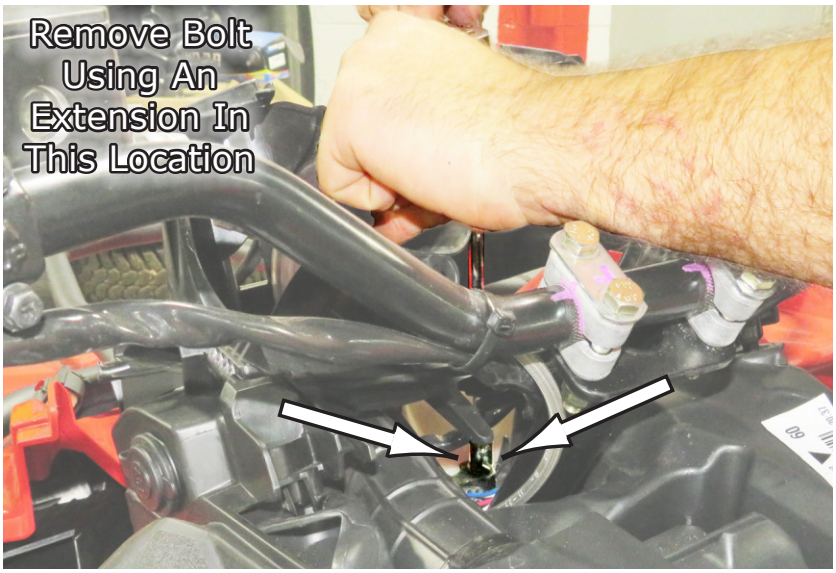

**Fig.35a**
**30** . Now remove the bolt from the air box that is down in front of the handle bars. You will need an extension and rachet to reach this one as shown in **Fig.35a-35b**.